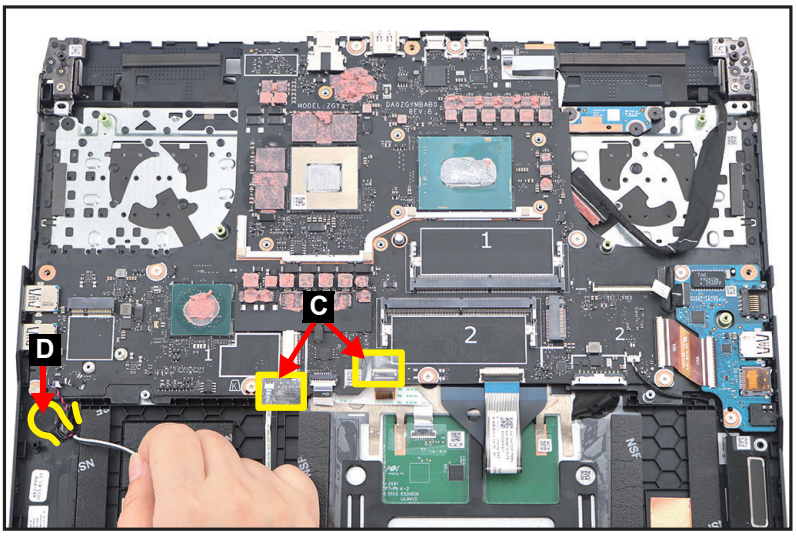

Figure 1-41. Mainboard Removal
2. Detach the mylars (C) securing the cables connection (Figure 1-41).
3. Carefully pry to detach the adhesive tape underneath the RTC battery (C). Then remove the RTC battery from its compartment and release the RTC battery cable from the cable guide (Figure 1-41).